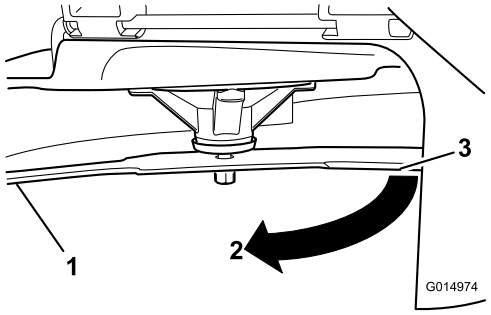

Figur 52
3. Uppmätt avstånd mellan kniv och yta (A)
4. Rotera samma kniv 180 grader så att den motsatta knivseggen nu är i samma läge (Figur 52).